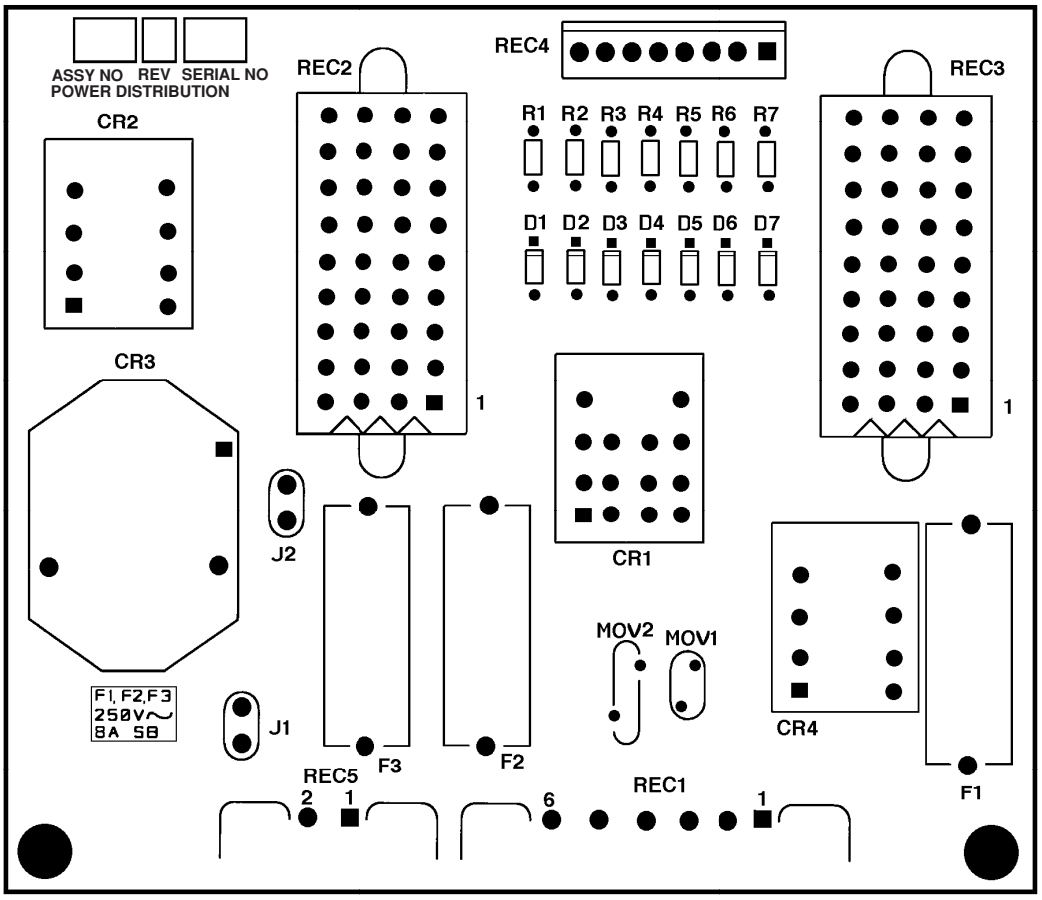

Abbildung 5-2 Stromverteiler-Baukarte 1XPCB2
6. Spannung an der Stromverteiler-Baukarte 1XPCB2 messen. Eine Detailzeichnung der 1XPCB2 befindet sich in Abb. 5-2. Siehe auch Verdrahtungsdiagramm am Ende des Handbuches, falls erforderlich. Sicherungen F1, F2 und F3 auf der Karte aufsuchen. Die Messungen zwischen jeder der Sicherungen und der Gehäuseerdung sollten folgendes ergeben:
1. Der grüne POWER ON (Strom ein)-Druckknopf PB1 ist gedrückt, jedoch arbeiten die Lüfter nicht und die grüne POWER ON-Anzeige leuchtet nicht auf.	**1.1.** *Der grüne POWER ON-Druckknopf (I) PB1 ist defekt.* Überprüfen, ob der Schalter richtig arbeitet und guter Kontakt hergestellt wird. Der POWER ON-Druckknopf ist gewöhnlich offen. **1.2.** *Der rote POWER OFF-Druckknopf (O) PB2 ist defekt.* Überprüfen, ob der Schalter richtig arbeitet und guter Kontakt hergestellt wird. Der POWER OFF-Druckknopf ist gewöhnlich geschlossen. **1.3.** *Die dazugehörige Verdrahtung hat keinen guten Kontakt.* Verkabelung überprüfen und reparieren oder ersetzen, falls erforderlich.
2. Der grüne POWER ON-Druckknopf PB1 ist gedrückt, die grüne POWER ON-Anzeige leuchtet auf, jedoch arbeiten die Lüfter nicht.	**2.1.** *Relais CR2 auf der Stromverteiler-Baukarte ist defekt.* Überprüfen, ob CR2 bei gedrücktem POWER ON-Druckknopf schaltet. Die Lage von CR2 ist aus Abb. 5-2 ersichtlich. Ist CR2 defekt, ist dieser auszulöten und zu ersetzen. **2.2.** *PL25 und REC20, die sich neben den Lüftern befinden (siehe Abb. 6-2 für deren Lage) sitzen nicht fest zusammen und/oder erhalten keine 120 VAC von der Stromverteiler-Baukarte.* • Sockelstifte, Anschlüsse und zugehörige Verdrahtungen auf Durchgang überprüfen.
2.3. *PL2 und REC2 auf der Stromverteiler-Baukarte sitzen nicht richtig* (die Lage von REC2 ist aus Abb. 5-2 ersichtlich). Sockelstifte, Anschlüsse und die zugehörigen Verdrahtungen auf gute Durchgängigkeit überprüfen. Reparieren oder ersetzen, falls erforderlich.
3.2. *Relais CR1 auf der Stromverteiler-Baukarte ist defekt.* Prüfen, ob CR1 bei gedrücktem POWER ON-Druckknopf schaltet. Die Lage von CR1 ist aus Abb. 5-2 ersichtlich. Ist CR1 defekt, ist dieser auszulöten und zu ersetzen.